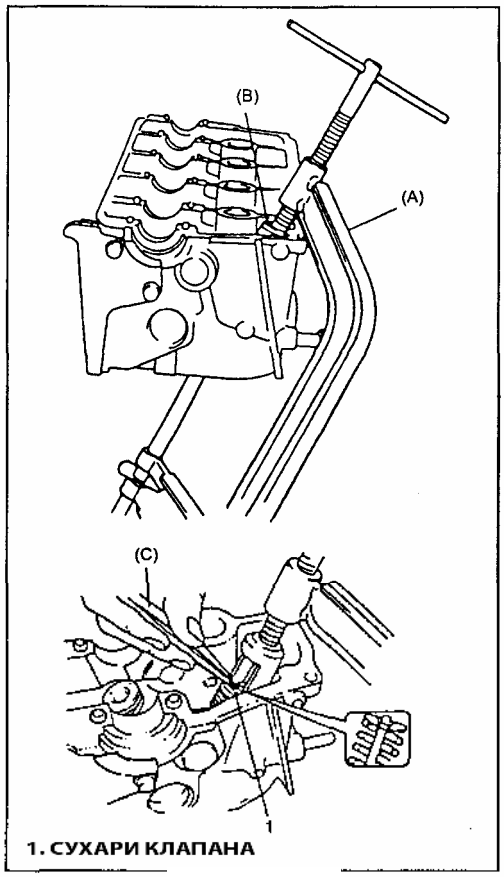

Рис. 96
2) Сожмите пружину клапана при помощи специального инструмента и снимите сухари клапана при помощи специального инструмента как показано на рисунке (Рис. 96).